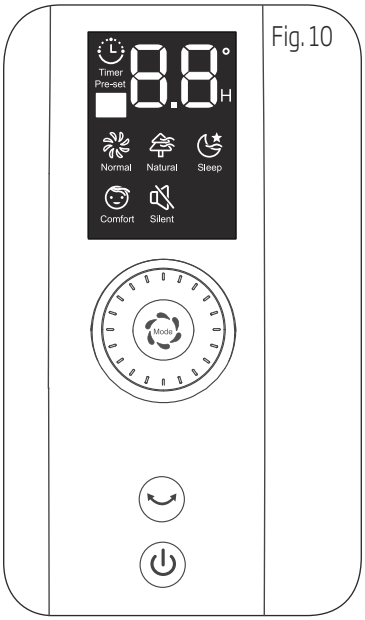

Fig. 10
5.2 Pannello di controllo (Fig. 10)